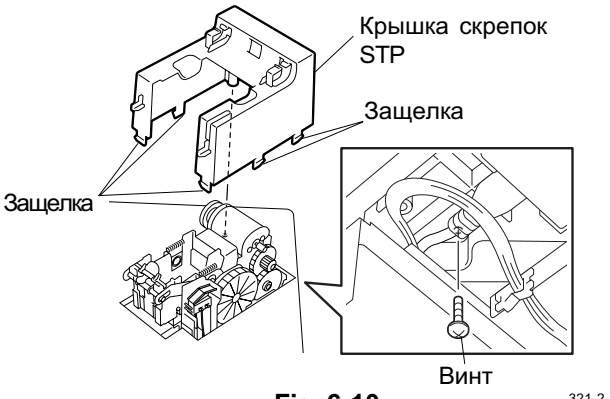

Fig. 6-10
5. Снимите крышку скрепок STP. (см. Fig. 6-10)
6. Снимите крышку скрепок STP. (см. Fig. 6-10)